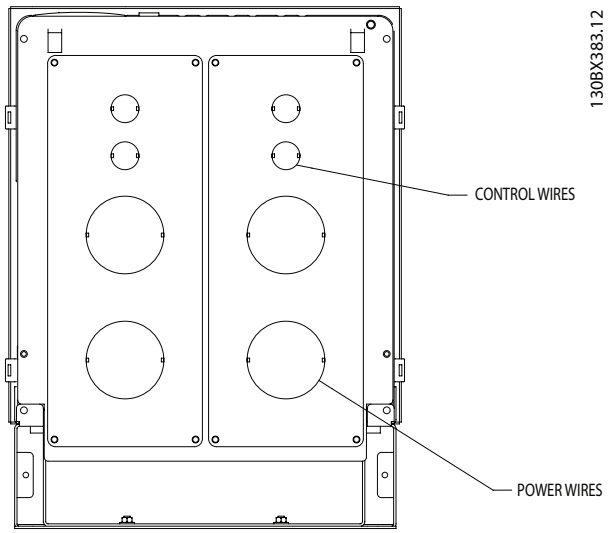

Figure 3.7 Vertical Panel Conduit Entry Program
- Removable access knockout covers are provided for cable connections (see Figure 3.7 and Figure 3.8).